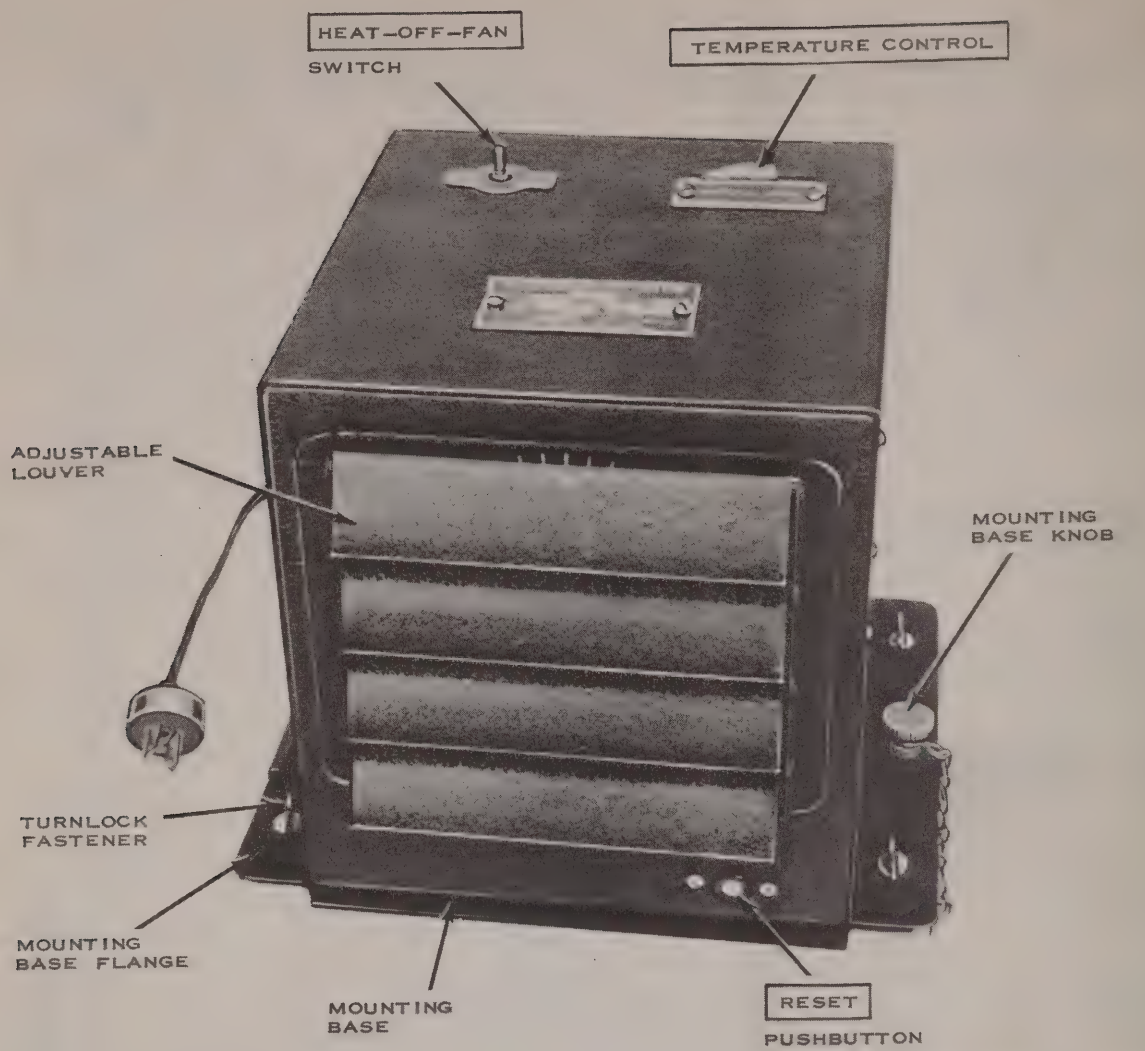

Figure 3-4. Heater, front view.
e. Heater Controls (fig. 3-4).